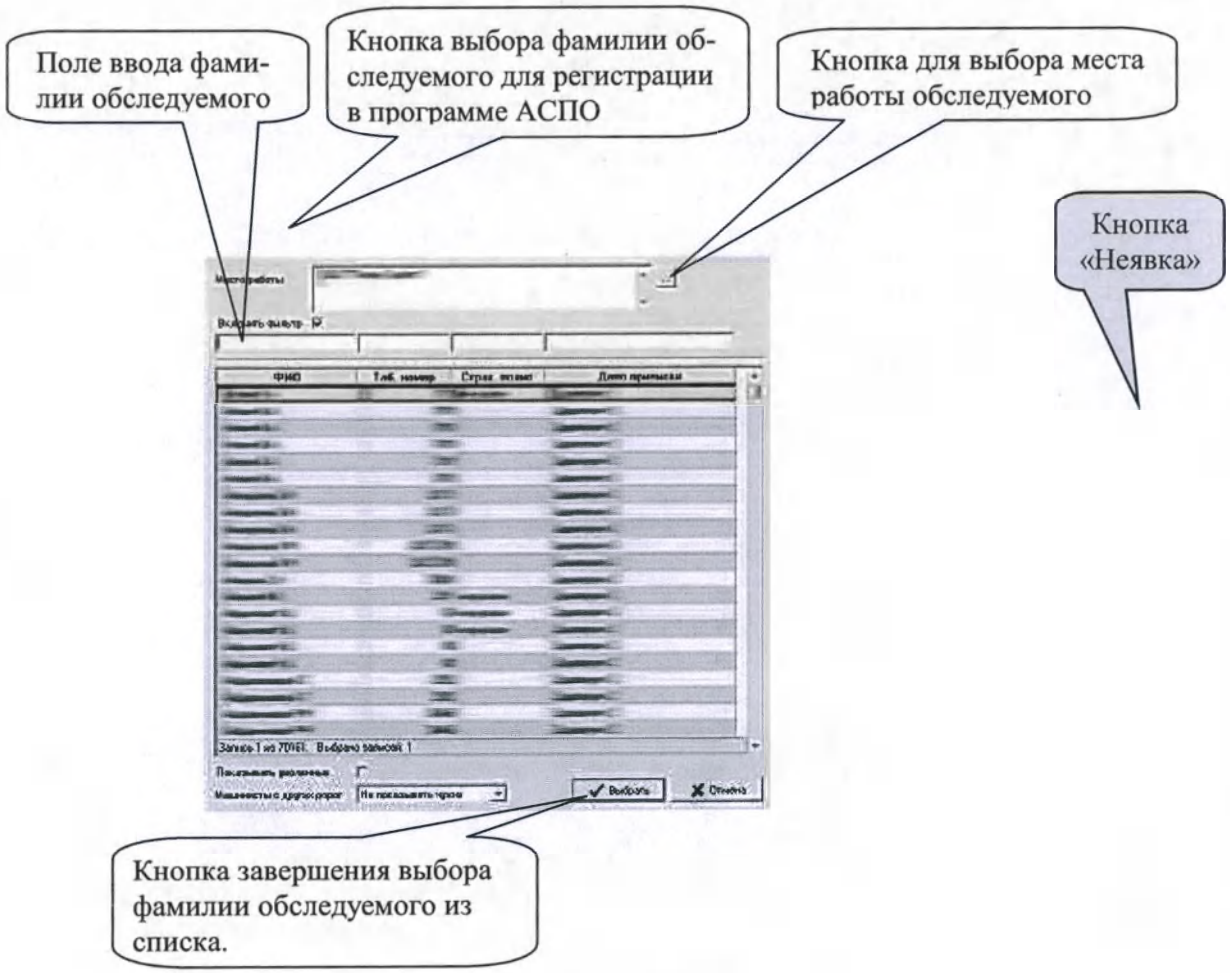

Рисунок 8.2
2.4.4.2 Перед проведением осмотра проведите регистрацию обследуемого в программе. Если в системе установлен считыватель карт, поднесите карту к считывателю и регистрация обследуемого работника произойдет автоматически. Для регистрации в ручном режиме подведите курсор мыши к кнопке Выбор, расположенной в верхней части экрана (рисунок 8.2) и нажмите левую клавишу мыши. На экране появится список обследуемых работников.
2.4.4.6 Если Вы проводите осмотр лиц, которые приписаны к иному месту работы на данном предприятии (это могут быть отделы, службы, депо, автопарки и пр.), нажмите на кнопку [...] (рисунок 8.2) и выберите из появившегося списка необходимое место работы, к которому приписан обследуемый. После этого появится список обследуемых, относящихся к требуемому месту работы, из которого уже необходимо выбрать нужную фамилию.